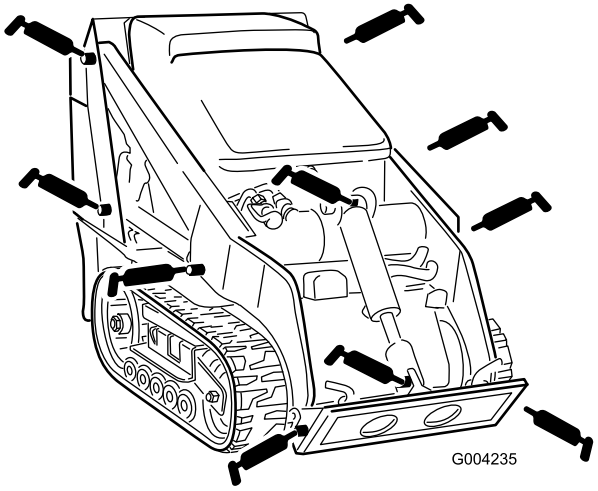
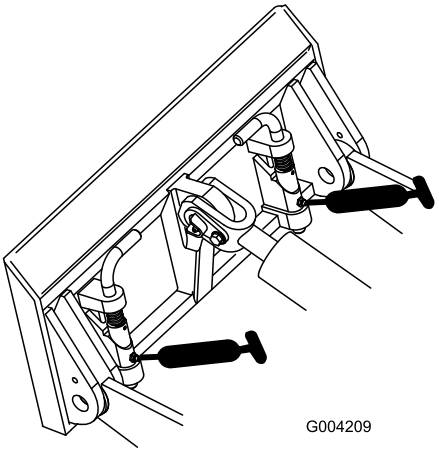

**Figur 30**
**Figur 31**
3. Sätt en fettspruta på varje nippel (Figur 30 och Figur 31).